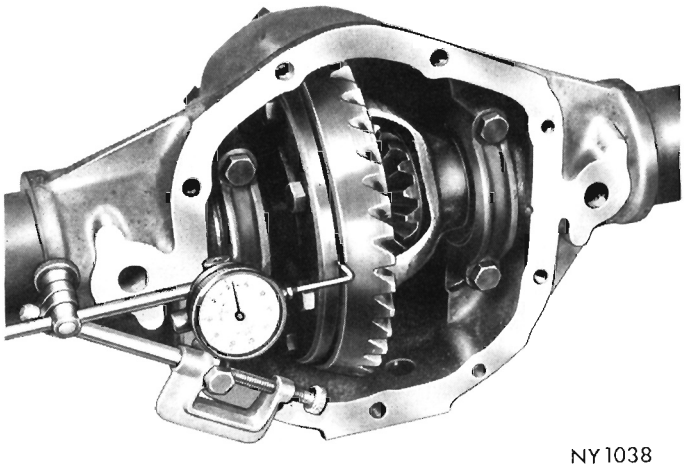

Fig. 8—Measuring Drive Gear Runout
(1) Remove drain plug in cover assembly and drain lubricant from housing.
(2) Remove cover and with a suitable cleaning solvent, clean inside the axle housing and differential case and drive gear assembly.
(3) Measure for differential side play. Position a screwdriver or pinch bar between left side of axle housing and differential case flange, then using a prying motion determine if side play is present. THERE SHOULD BE NO SIDE PLAY.
(4) In preparing to measure drive gear runout on differential case, (provided no side play was found) mount a dial indicator tool C-3339 on pilot stud C-3288, and load the indicator stem slightly when plunger is at right angles to back face of drive gear (Fig. 8).
(5) Measure drive gear runout by turning drive gear several complete revolutions and reading dial indicator. Mark drive gear and differential case at point of maximum runout. The marking of differential case will be very useful later in checking differential case runout. Total indicator reading should be no more than .005 inch. If runout exceeds .005 inch the differential case may be damaged. A test for case runout will be described later.